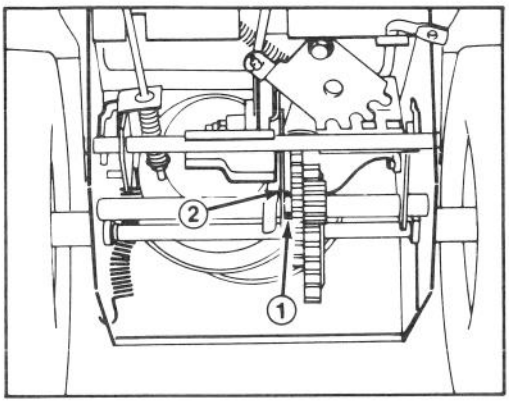

Abbildung 30
3. Geschwindigkeitsschalter in den 3. Gang schieben und Schalterplatte nach unten drücken, damit die Antriebseinheit nach rechts bewegt wird. Antriebseinheit sollte an den Rollensplint ankommen; wenn nicht, die Einheit nach rechts drücken, damit der Kontakt entsteht (Abb. 30).